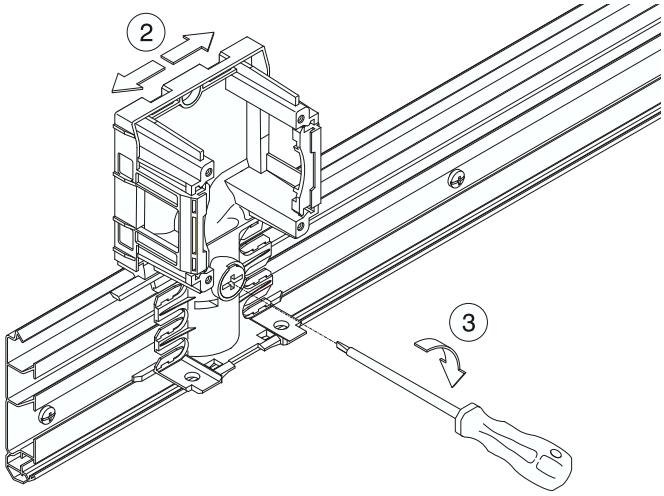

Figure 2
2. Fixer le boîtier d'appareils (fig. 2)